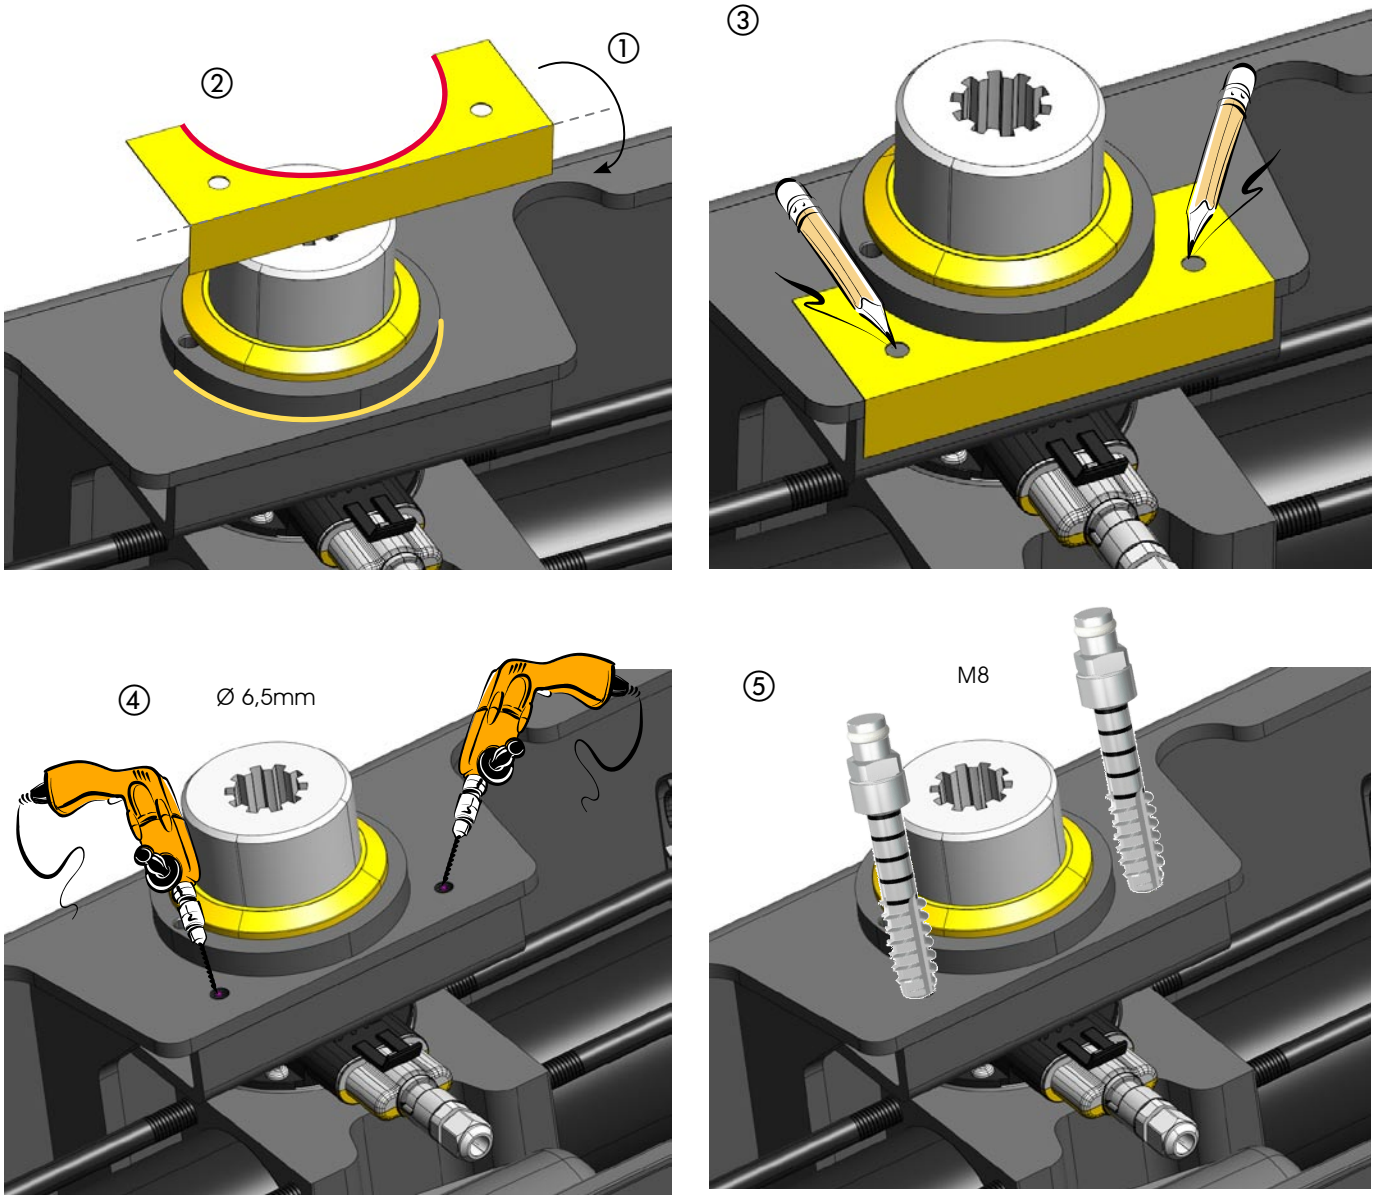

Fig. 9
- Doble la plantilla a lo largo de la referencia premarcada (Fig.9 ref. ①).
- Haga coincidir el perfil curvado de la plantilla con el kit junta (Fig.9 ref.②), y marque la posición de los dos orificios en la caja (Fig.9 ref.③).
- Realice los pretaladrados de diámetro Ø 6,5mm (Fig.9 ref. ④).
- Rosque los pretaladrados con un macho M8 (Fig.9 ref.⑤)
- Buig de sjabloon langs de aangegeven markering (Fig.9 ref.①)
- Zorg dat het gebogen profiel van de sjabloon samenvalt met de verbindingskit (Fig.9 ref.②), en markeer de positie van de twee gaten op de behuizing (Fig.9 ref.③)
- Boor de gaten met diameter Ø 6,5mm (Fig.9 ref.④)
- Schroef de bouten M8 in de gaten (Fig.9 ref.⑤)